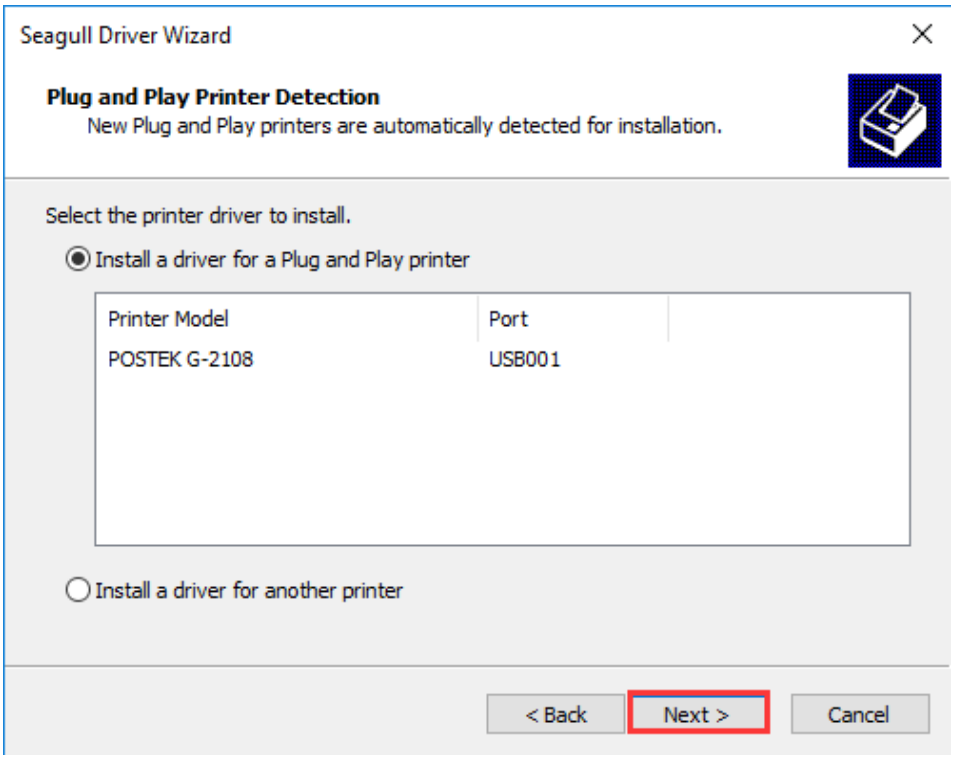

Figure 2-20 Printer Detected
7. The connected printer will be detected (POSTEK G-2108 for example), click "Next", as shown in Figure 2-20.